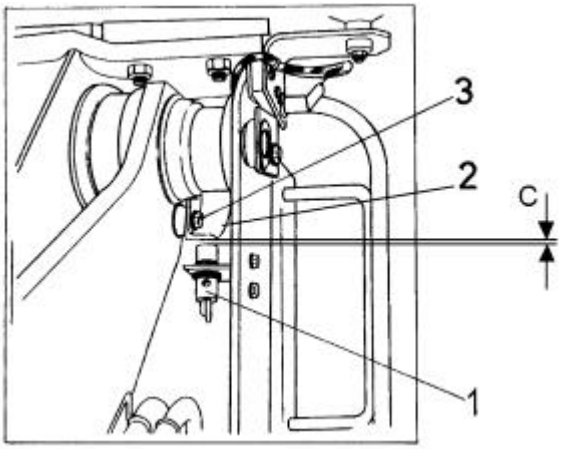

Fig. 4.30. Automatic Boom Kick Out
4.17.2. AUTOMATIC BOOM KICK-OUT (Fig. 4.30.)